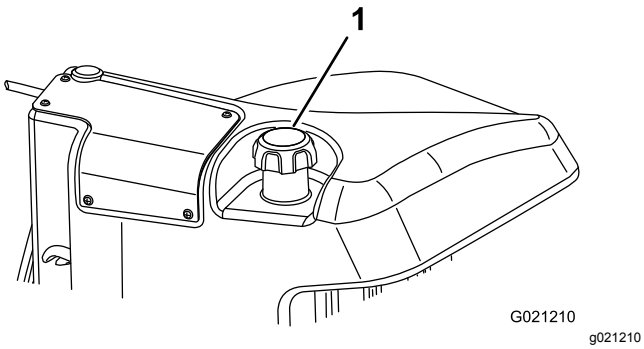

**Figur 28**
3. Ta lokket av drivstofftanken (Figur 28).